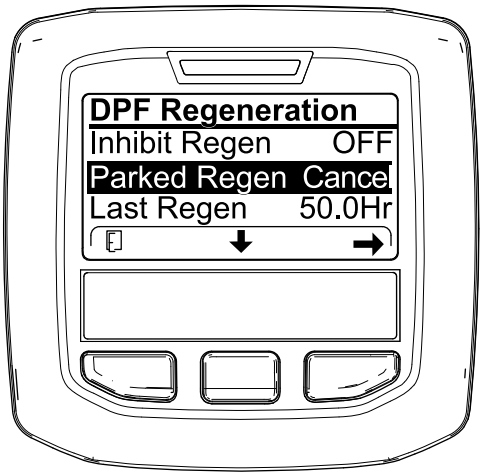
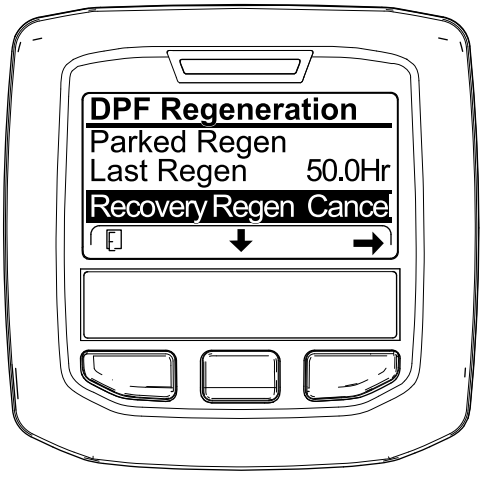

Figura 69
Figura 70
1. Aceda ao menu Regeneração do filtro de partículas de gasóleo (Figura 69).
2. Prima o botão central para ir até à opção CANCELAR REGENERAÇÃO EM ESTACIONAMENTO (Figura 69) ou CANCELAR REGENERAÇÃO DE RECUPERAÇÃO (Figura 70).
3. Pressione o botão direito para selecionar a entrada Cancelar regeneração (Figura 69 ou Figura 70).